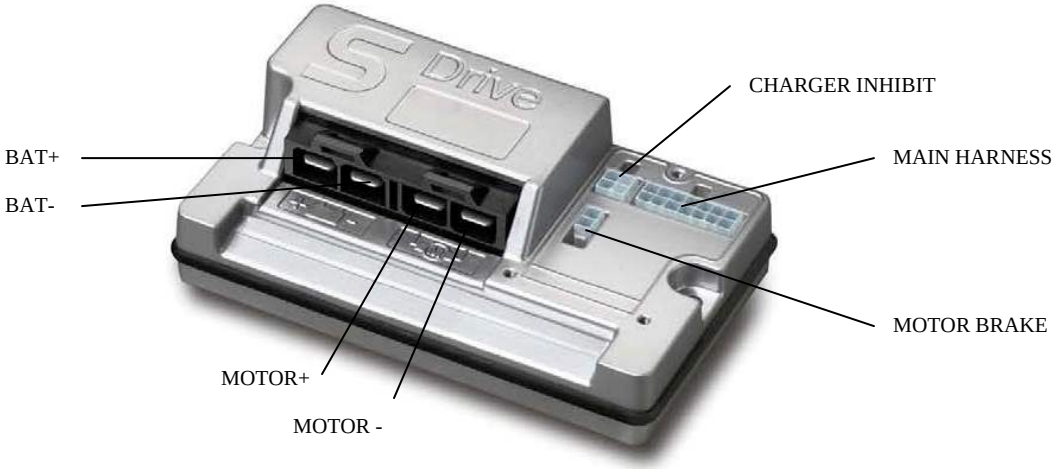

Figure 3. Controller Connections
8) Reconnect the harness connectors. See figure 3.